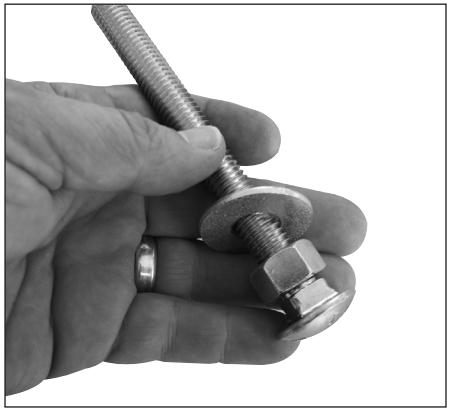

FIGURE 1: Assemble levelers as shown.
1. Take the carriage bolts, nuts, and flat washers and assemble as shown in Figure 1.